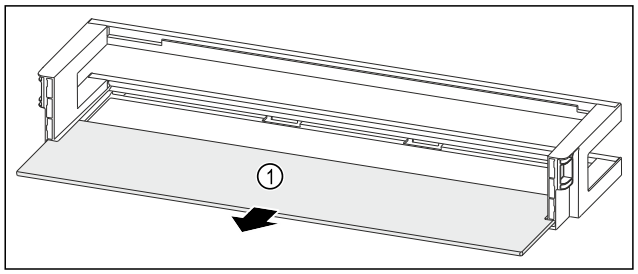

Fig. 201 Balconnet de contre-porte avec tablette de rangement
▶ Retirer la tablette de rangement *Fig. 201 (1)*.